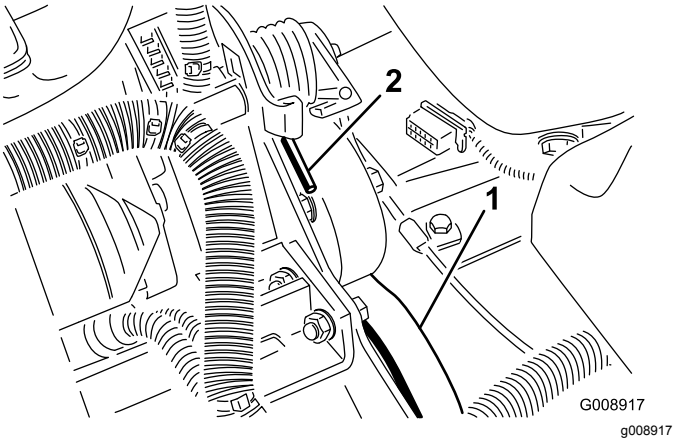

Figur 71
2. Tryk ned og fremad på fjederenden (Figur 71) for at løsne den fra konsollen og løsne spændingen på fjederen.